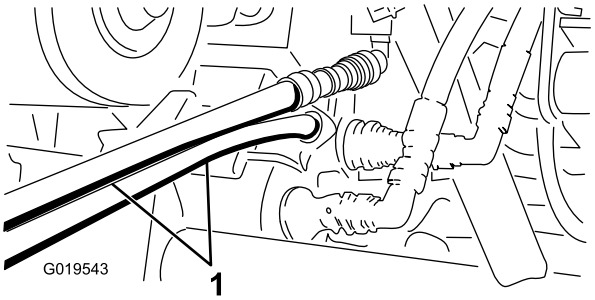

Figuur 77
4. Sluit de twee slangen op het andere voertuig aan op de koppeling die nog in de beugel van de koppeling zit (sluit de bovenste slang aan op de bovenste koppeling en de onderste slang op de onderste koppeling) (Figuur 77). Sluit de niet-gebruikte aansluitingen af.